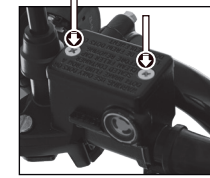

Imagen 24. Completar el nivel de líquido de freno delantero.
2. Retirar los dos tornillos de la tapa. Ver imagen 24.